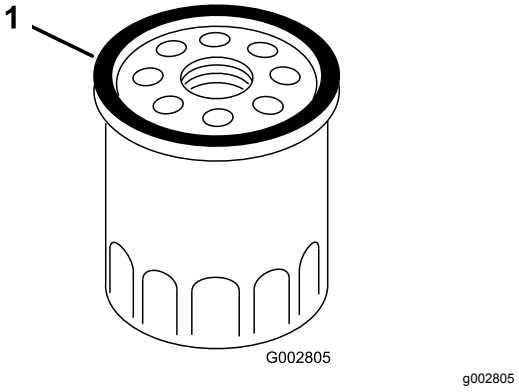

Figuur 31
7. Smeer met uw vinger een laagje olie op de rubberen pakking van het nieuwe filter (Figuur 31).